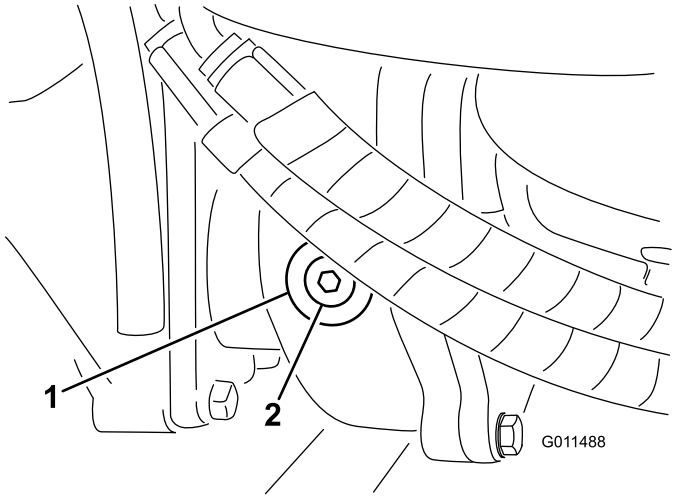

Figur 16
2. Ta bort kontroll-/påfyllningspluggen på växellådans vänstra sida (Figur 16), och kontrollera att oljan når upp till botten av hålet. Fyll på tillräckligt med olja så att den når botten av hålet om nivån är för låg.